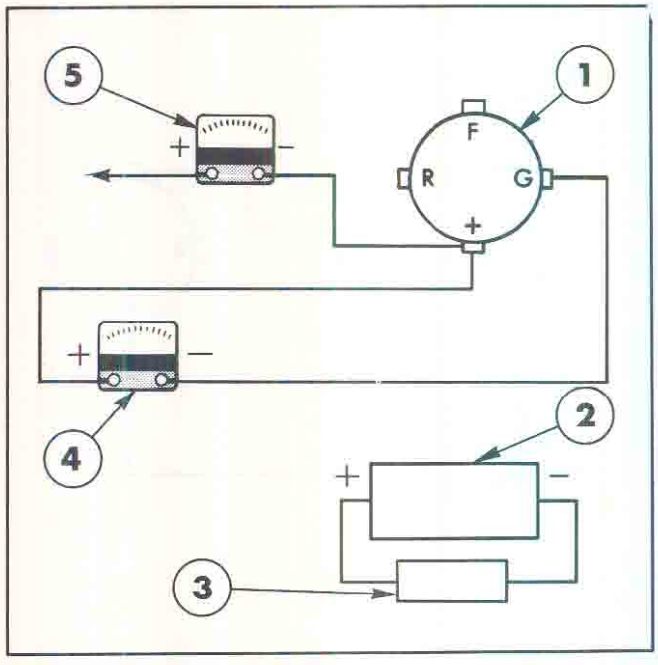

Figure 21
3. The charging system is also tested under partial load to determine if an excessive voltage loss exists between the alternator and the battery through the connecting cables. With the engine stopped and key starter switch OFF, connect the carbon pile to the battery terminals as shown in Figure 21. Connect the voltmeter negative lead to ground and the positive lead to the alternator output terminal. The ammeter should be on the 0 to 60 ampere scale.